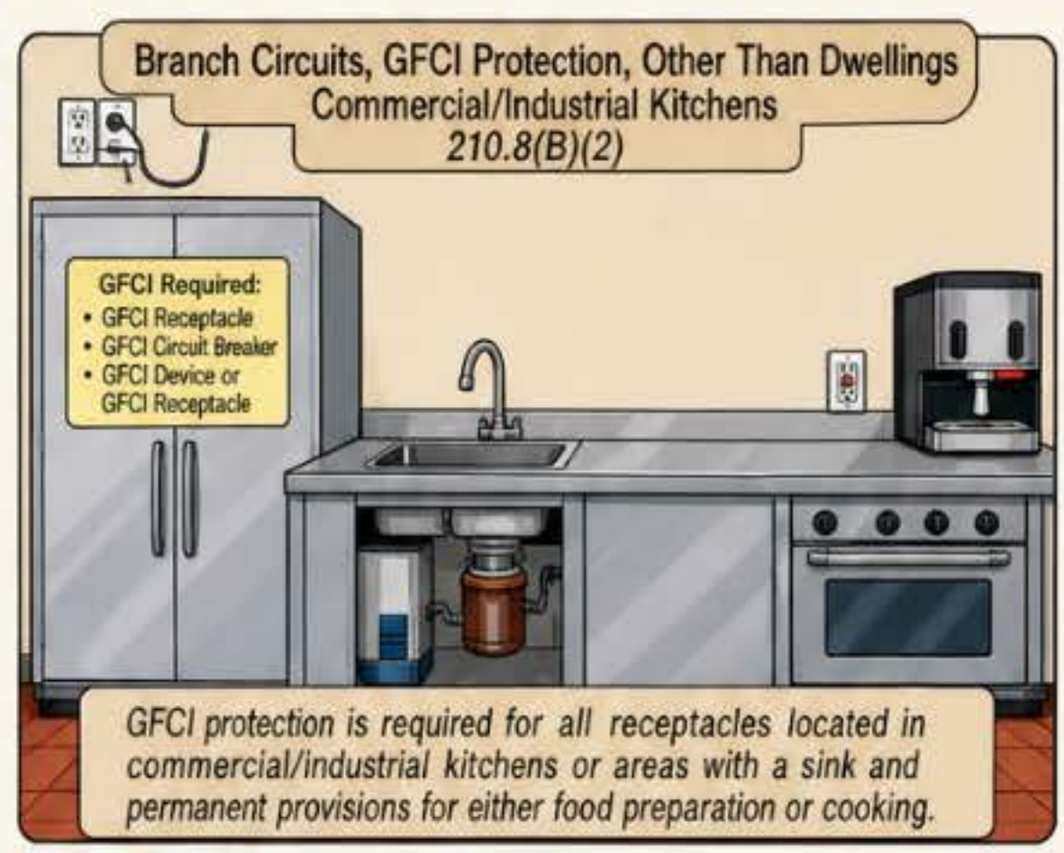

Figure 210–33
(2) Kitchens. *GFCI protection is required for all receptacles located in kitchens or in areas with a sink, and also for permanent provisions for either food preparation or cooking.* Figure 210–33
(3) Rooftops. *GFCI protection is required for all receptacles installed on rooftops.* Figure 210–34